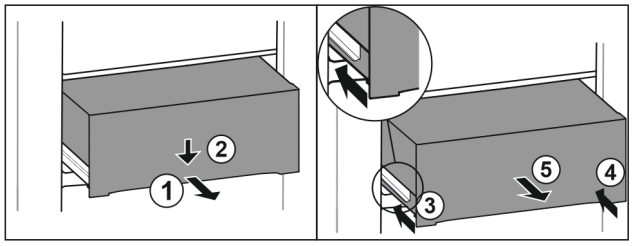

Fig. 208
▶ Tirer le tiroir jusqu'à mi-chemin. *Fig. 208 (1)*
▶ Appuyer sur l'avant du tiroir vers le bas. *Fig. 208 (2)*
▶ Insérer le rail gauche d'env. 2 cm. *Fig. 208 (3)*
▶ Insérer le rail droit d'env. 2 cm. *Fig. 208 (4)*
▶ Retirer le tiroir par l'avant. *Fig. 208 (5)*